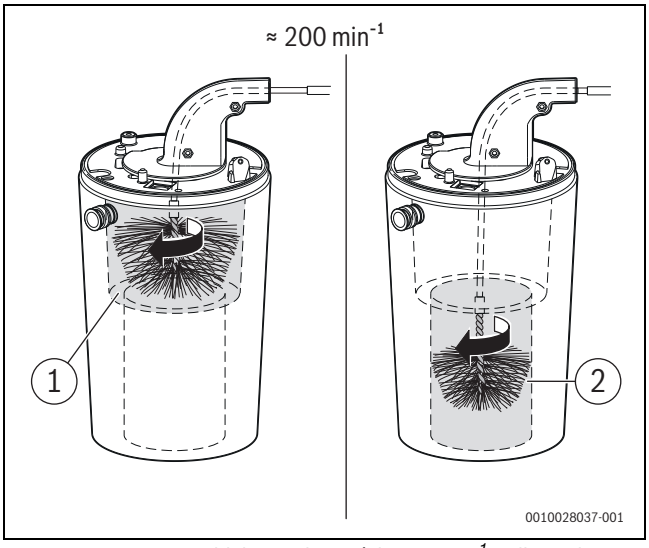

Rys. 172 Czyszczenie bloku cieplnego (ok. 200 min^{-1}, tylko ruch w prawo)
- Powtórzyć mniejszą szczotką do dolnego obszaru (→ rys. 172, [2]).